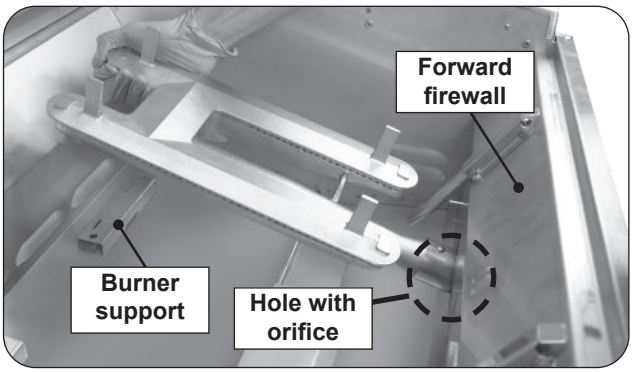

Fig. 39-3 Remove main burner
3. Carefully lift the burner from the burner support and out from the hole in the forward fire wall. See Fig. 39-3.